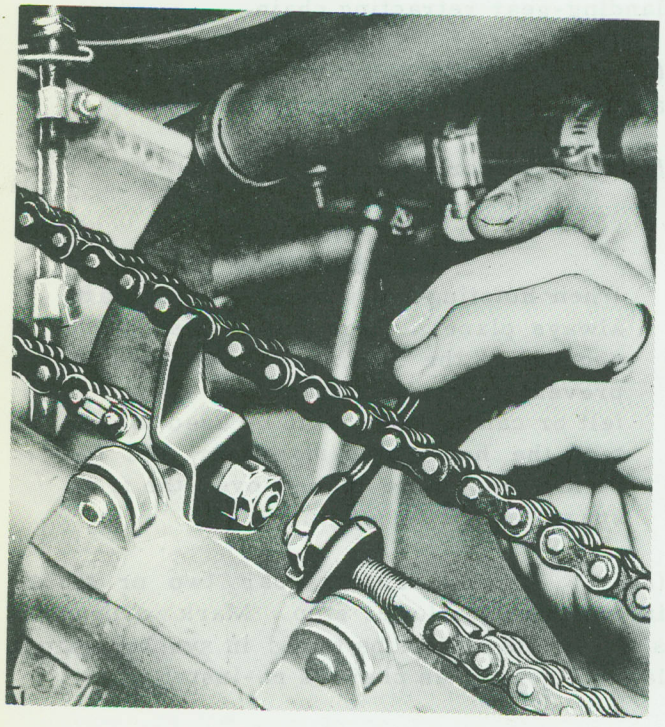

Figure 2-73 Landing Gear Chain Adjustment
(3) If this distance is not the same on both landing-gears, tighten lower chain adjusting bolt in the slide that is farther away from the stop (this will move slide down), or tighten upper chain adjusting bolt on the slide that is closest to the stop (this will move the slide up). See Figure 2-73.